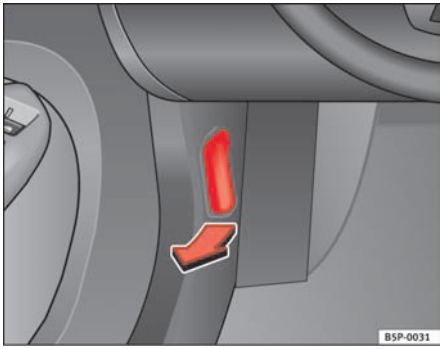

Fig. 134 Detail of the footwell: The release lever for the bonnet is located in the driver side footwell
– To release the bonnet, pull the lever under the dashboard ⇒ fig. 134 in the direction indicated (arrow). The bonnet will be released by a spring action ⇒ ⚠.